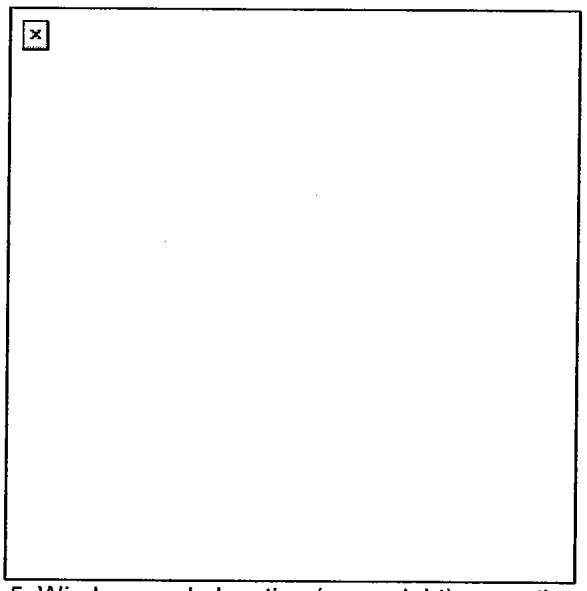

Figure 5. Windage and elevation (peep sight) correction chart.
a. Adjust the sights for deflection. Determine if the center of the beaten zone is left or right of the target. Adjust the windage knob forward to move it to the right, or adjust it rearward to move it to the left (Figure 5).
b. Adjust the sights for elevation. Determine if the center of the beaten zone is above (high) or below (low) the point of aim. Rotate the peep sight clockwise to lower it, or counterclockwise to raise it (Figure 5).